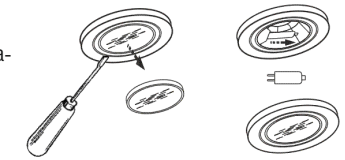

рис. 12
8.6.2 Замена галогенной лампы (рис. 12) :